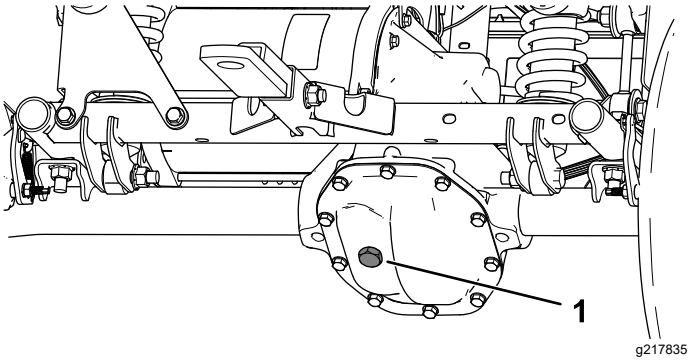

Figura 52
4. Retire el tapón de llenado del transeje (Figura 52).
5. Si el nivel de fluido es bajo, retire el tapón de llenado y añada fluido del tipo especificado hasta que salga del orificio (Figura 52).
4. Retire el tapón de llenado del transeje, y llene el transeje con el fluido especificado hasta que salga del orificio de llenado (Figura 52).